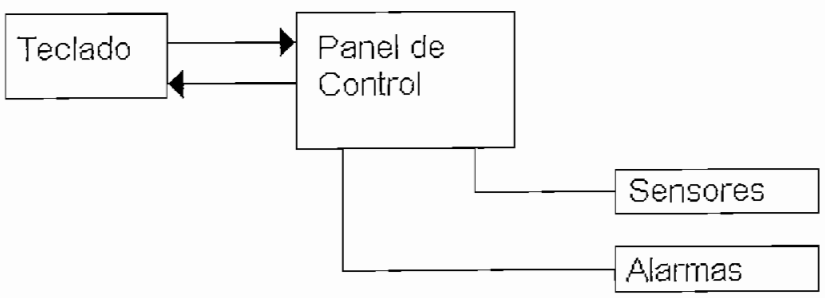

Figura 1.4
3) En el mercado se encuentra soluciones que van desde las más simples hasta las más complejas. La más simple consiste en un teclado para programar horarios y zonas de activación y de un panel de control para interconectar los diferentes sensores, que se resume en el diagrama de bloques de la Figura 1.4.